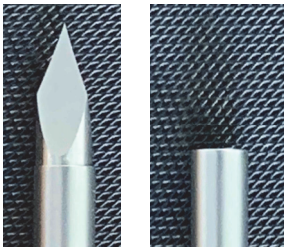
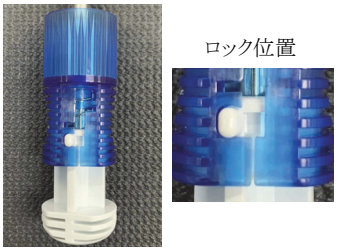

図1 針の突出、収納状態
図 2 針収納時の内針ロック状態
2)　針がセーフティパイプに収納されていること(図 1)、内針基をロックさせていることを確認する(図 2)。